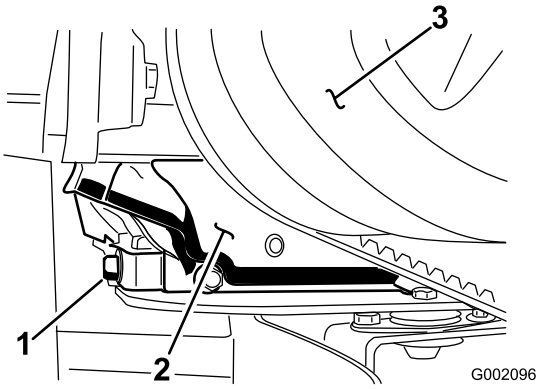

Figura 30
6. Togliete il tappo di spurgo (Figura 30).